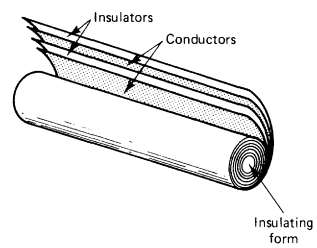

FIGURE 6-4 Paper capacitor construction.
1. *Paper capacitors.* Paper capacitors have paper as the dielectric. As shown in Fig. 6-4, they are made of flat strips of metal foil plates separated by a dielectric, which is usually waxed paper. Paper capacitors have values in the picofarad and low-microfarad ranges. The voltage ratings usually are less than 600 V. Paper capacitors usually are sealed with wax to prevent moisture problems.